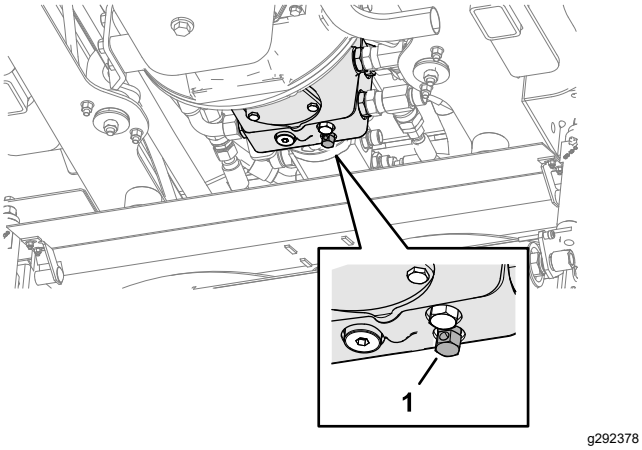

Rysunek 44
2. Nad środkową jednostką tnącą zakręć zawór obejściowy na pompie przekładni, przekręcając go w prawo (Rysunek 44).